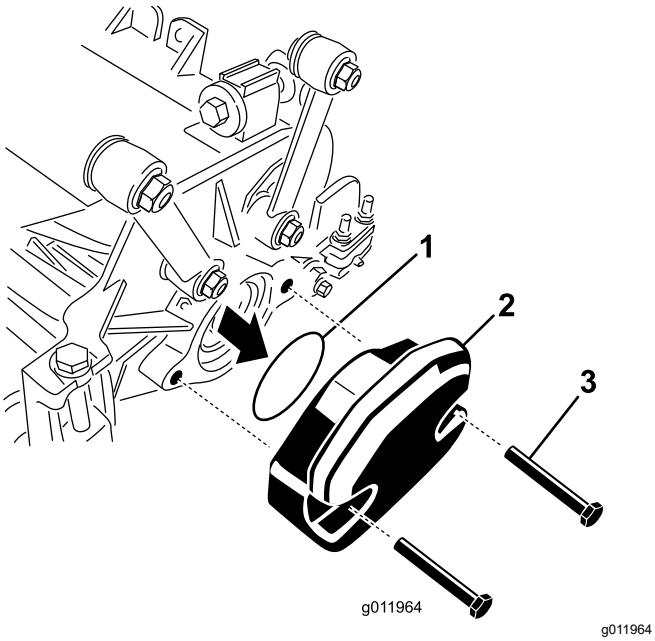

Rysunek 24
2. Z wewnętrznej strony prawego zespołu tnącego należy zdemontować przeciwwagę i o-ring (Rysunek 24).